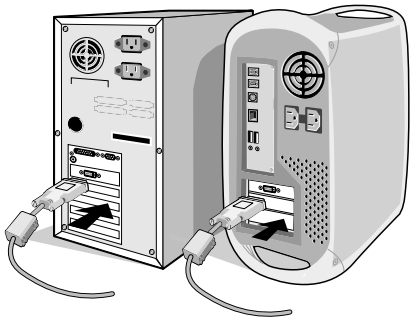

**Abbildung A.1**
2. **PC oder Mac mit digitalem DVI-Ausgang:** Verbinden Sie das DVI-Kabel mit dem Anschluss der Grafikkarte in Ihrem System (**Abbildung A.1**). Ziehen Sie die Schrauben fest.